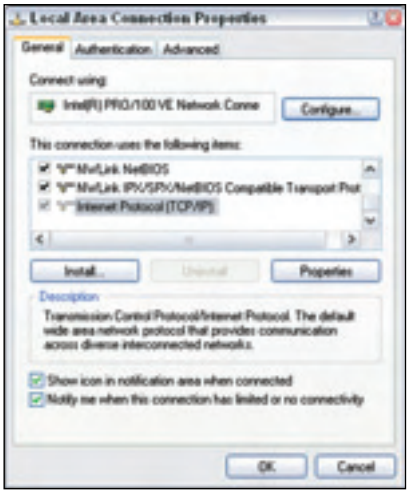

Figure 47-1: A list of the network protocols installed on this computer
4. Select and right-click the network connection identified as Local Area Connection, and select Properties from the pop-up menu. The Local Area Connection Properties dialog box opens, which lists the installed protocols. At the top of the dialog box, you should see your network adapter (such as the brand and model of your Ethernet card). If it is not listed, you need to get it set up before proceeding. Under the network adapter is a list of installed network protocols, similar to the list in Figure 47-1. Look through the list until you find the Internet (TCP/IP) Protocol. If you find it, double-click it to bring up the TCP/IP Properties dialog box. If you don't see the TCP/IP protocol anywhere, then you have to add it yourself in order to do network rendering.